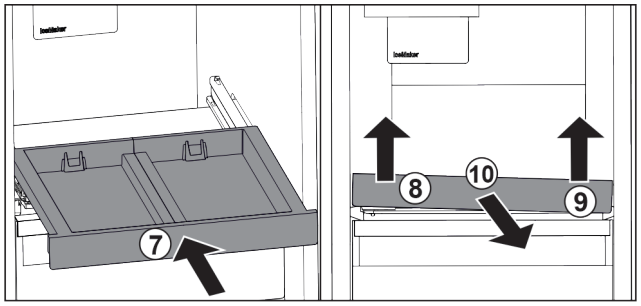

Fig. 86
▶ Slide in the pull-out board. *Fig. 86 (7)*
▶ Lift the pull-out board on the front left. *Fig. 86 (8)*
▶ Lift the pull-out board on the front right. *Fig. 86 (9)*
▶ Take out the pull-out board to the front. *Fig. 86 (10)*